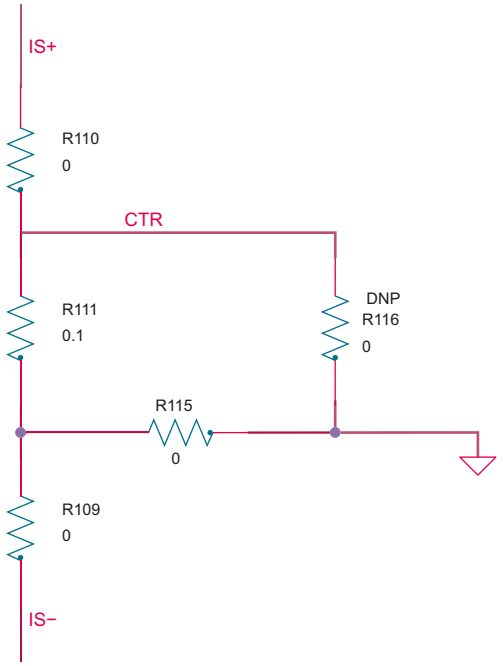

Figure 12. Resistor configuration
1. Make sure that R109, R110, R111 (0.1 Ω shunt) and R115 are populated and that R116 is not placed (see Figure 12).